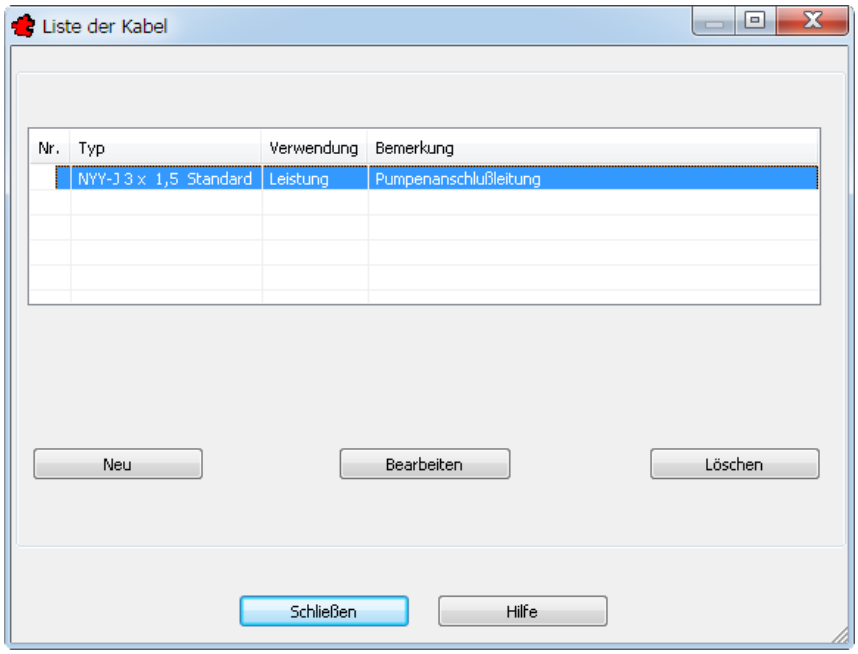

Bild 30.4 – Die Liste der Kabel für technische Informationen
- Hier klicken Sie normalerweise auf die Schaltfläche *Kabel Bearb.*, wodurch die Dialogbox Liste der Kabel geöffnet wird (Abb. 30.4). Die Vorgehensweise entspricht derjenigen in der Dialogbox *Bearbeiten* für Geräte (vgl. *Rubrik* Kabel ab S. 404).